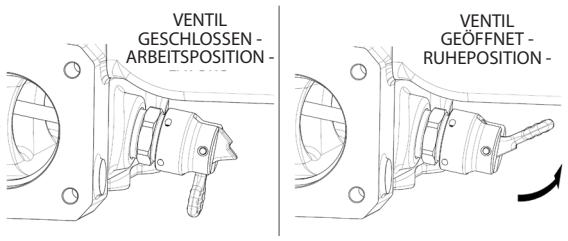

Abb. 10
**Für die „Arbeits"- und „Ruhe"-Positionen siehe Abb. 10.**